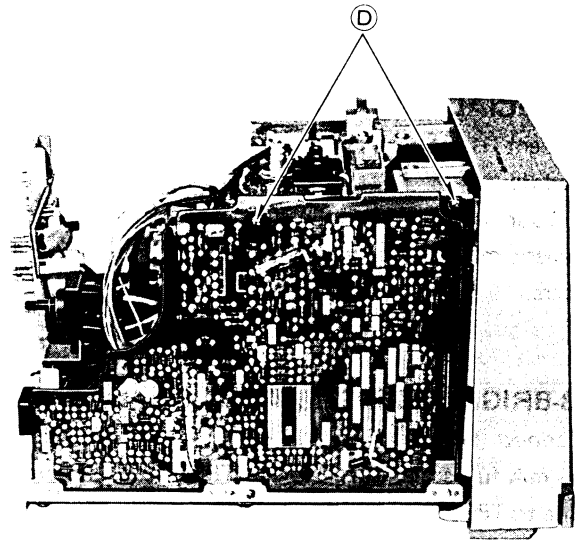

Fig. 4
1. Remove 2 screws Ⓓ as shown in fig. 4.
1. 2 Schrauben Ⓓ entfernen, wie in Abb. 4.